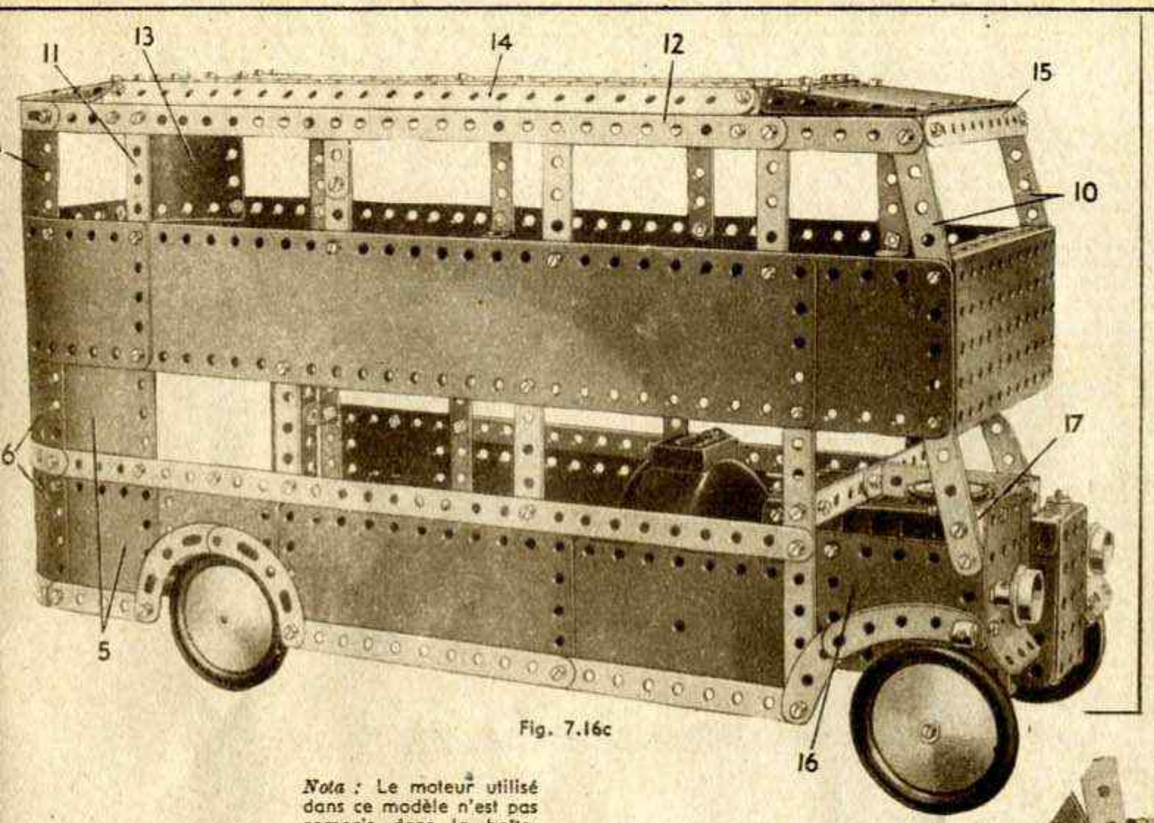

Fig. 7.16c
La partie basse de l'autobus, apparente sur la Fig. 7.16, est montée sur deux bandes de 11 trous 3. Celles-ci sont boulonnées par leurs extrémités inférieures à deux bandes de 11 trous, par leurs centres à une bande de 25 trous, et par leurs extrémités supérieures à une cornière de 25 trous 4. La carrosserie est constituée par la moitié d'une plaque à charnières, une plaque flexible de 14 × 6, et une plaque flexible de 6 × 4 fixée au-dessus de la roue arrière. L'autre côté est construit de façon identique, et prolongé par les plaques flexibles de 6 × 6 (5) (Fig. 7.16c) boulonnées aux bandes de 5 trous.
Le poste du chauffeur se construit en fixant une plaque flexible de 6 × 4 (16) (Fig. 7.16c), à un support plat boulonné au côté de la partie basse de l'autobus. L'avant du poste de conduite est constitué par deux plaques flexibles de 6 × 4 qui se recouvrent sur deux trous, et qui sont boulonnées à une bande coudée de 60 × 12 (17), et il est fixé par une équerre à la plaque flexible 16. La bande coudée de 60 × 12 (17), est reliée à la bande 9 par une bande coudée identique.